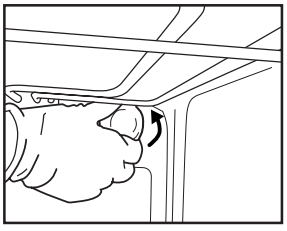

Рис. 6
2. Выкрутите плафон (Рис. 6), замените лампочку (тип новой лампочки указан в примечании ниже) и вкрутите снова плафон.